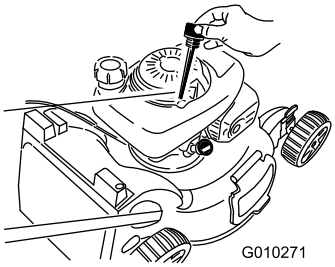

**Figur 38**
2. Ta bort oljestickan (Figur 38).